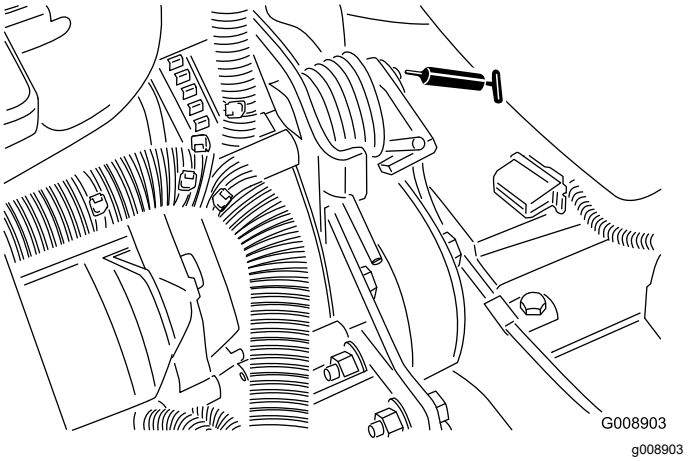

Figuur 60
- Draaipunt riemspanning (Figuur 60)